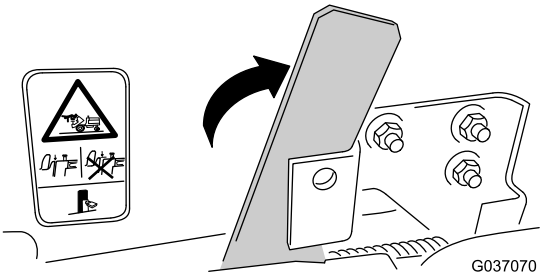
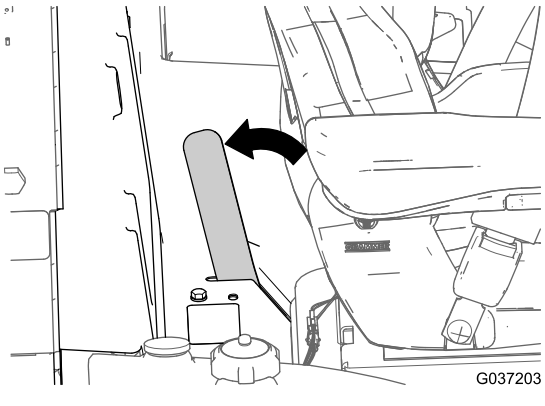

Bild 39
Bild 40
3. Senken Sie die Plattform vollständig ab und schieben Sie Sperrgriff zum Heck des Mähers (Bild 39 oder Bild 40), bis die Sperrhaken ganz in der Sperrstange einrasten.